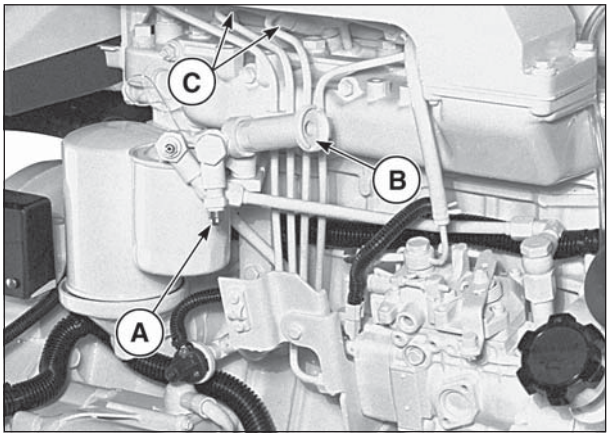

Figure 11. *Bleeding Fuel System*
2. Loosen bleed nipple "A" (Figure 11) on top of filter. Pump hand primer "B" on fuel lift pump until pure fuel (no bubbles) escapes from bleed nipple "A". Tighten bleed nipple "A".
3. If the engine does not start after the above bleeding process, loosen a fuel line at the injector (Figure 11, C). Crank engine until pure fuel escapes. Tighten the connection. Do each line **one-at-a-time.**